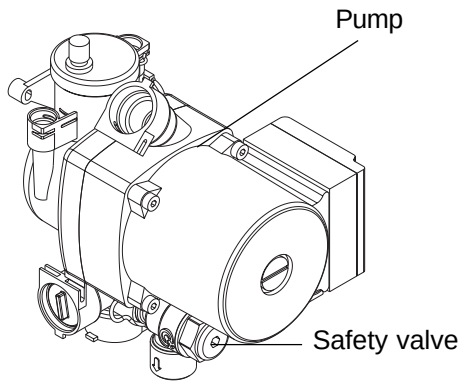

Fig. 14
6.6 PUMP HEAD fig. 14
6.7 SAFETY VALVE fig. 14